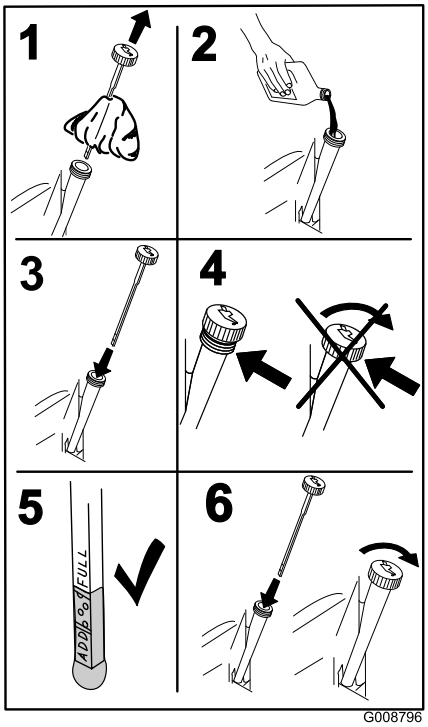

Figure 46
5. Versez lentement environ 80% de l'huile spécifiée dans le tube de remplissage puis faites l'appoint lentement jusqu'à ce que le niveau atteigne le repère du plein (**Full**) (Figure 46).